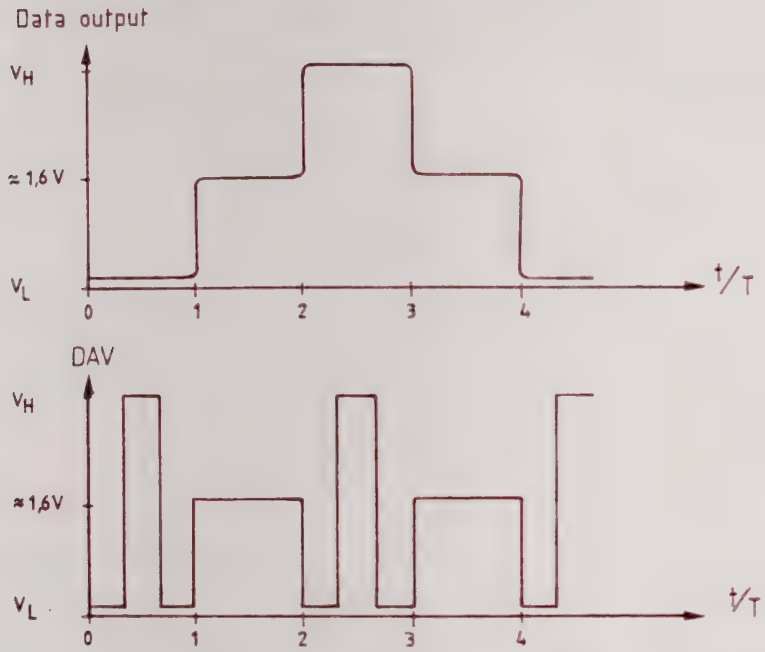

Fig. 3-2 Waveforms at the loaded data and DAV outputs
b) Switch to CLOCK MODE INTERN. (18).
c) Select CYCLE MODE REPEAT (20).
f) Load all the data outputs consecutively in accordance with section 3.6.1. The waveform shown in Fig. 3-2 appears at all the data outputs except for the outputs D3 to D7 of data driver D (IGA Ø3) and D5 go D7 of data driver B (IGA Ø2). (Every second data word is high impedance). Check in accordance with section 3.6.1.